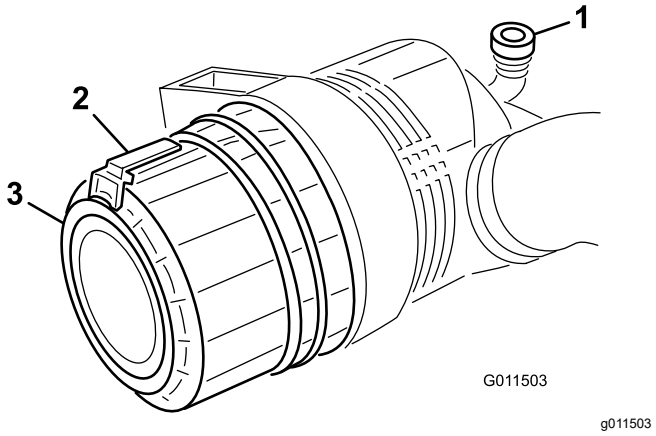

**Рисунок 85**
2. Оттяните защелку наружу и поверните крышку воздухоочистителя против часовой стрелки (Рисунок 85).